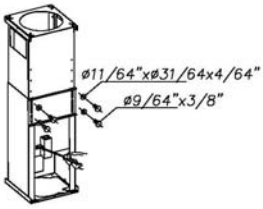

Fig. 3
- Adjust the length of the telescopic structure and attach the two pieces with 8 screws and washers. Bear in mind that the minimum distance from working surface to the base of the hood should not be less than 25” (Fig. 3).